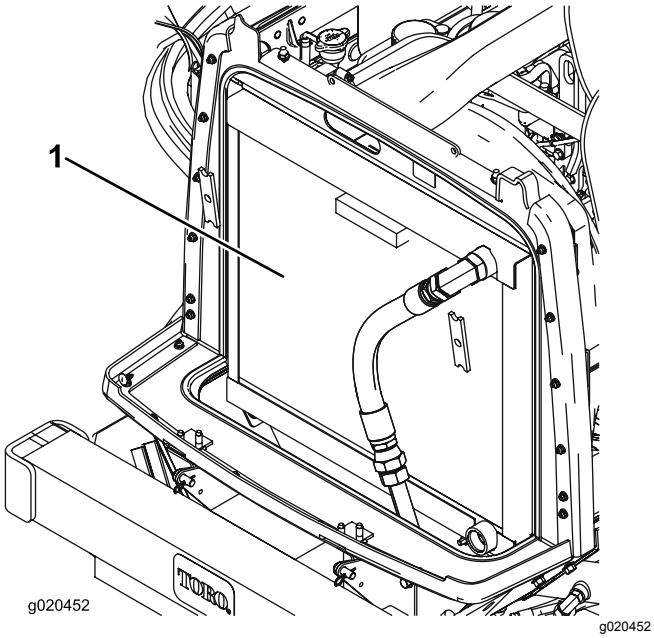

Figuur 93
2. Reinig beide zijden van de radiateur/oliekoeler (Figuur 93) grondig met perslucht. Begin aan de ventilatorzijde en blaas het vuil eruit naar de achterkant. Reinig vervolgens de oliekoeler vanaf de achterkant en blaas het vuil naar de voorkant. Herhaal deze procedure verschillende keren totdat het maaisel en het vuil volledig zijn verwijderd.